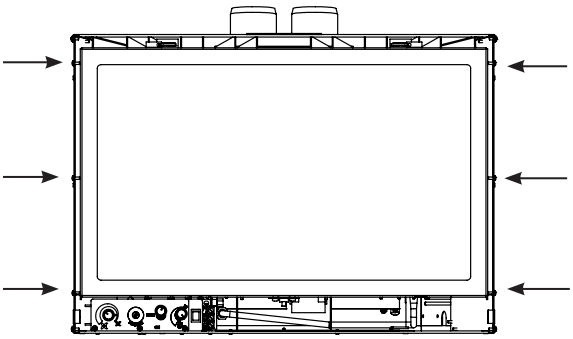

Figure 37: Screw Installation Locations.
1. Install the two Trimmable Panel brackets onto the E30 unit using a T-20 Torx screwdriver. See Figures 37 and 38 for the screw installation locations. There are three sets of hole patterns on the brackets depending on which Surround Panel is being installed. See Figures 37-41.